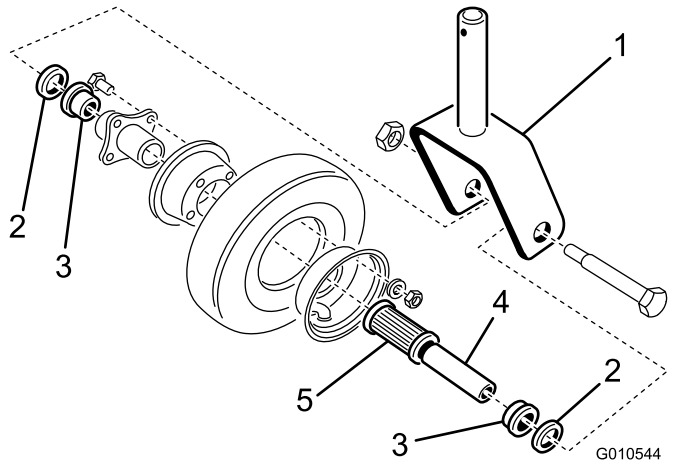

Figur 19
2. Vend hjulet til siden og la skruhylsen (Figur 19) falle ut.
3. Ta en lagerholder ut av hjulnavet, og la lageret falle ut. Fjern lagerholderen fra den andre siden av hjulnavet (Figur 19).